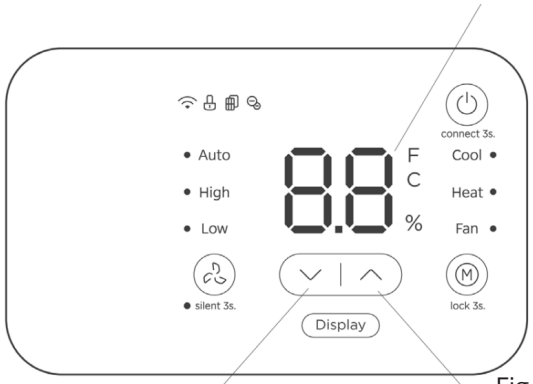

Fig. 4-4
- Presione simultáneamente los botones Arriba y Abajo durante 3 segundos para activar las configuraciones de los interruptores DIP a través del panel de control. (Consulte la Fig. 4-4).
- El LED mostrará Sx, Fx (donde x puede ser 1, 2, 3, etc.) y otras letras —tales como ON, OF, HY, EH, etc.— que se utilizan para indicar el número de serie de la función actual y el estado del interruptor de función. (Véase la Fig. 4-4).